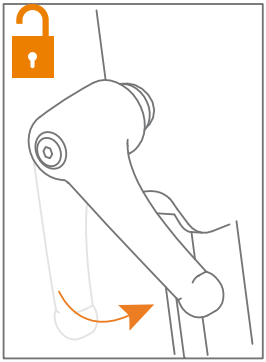
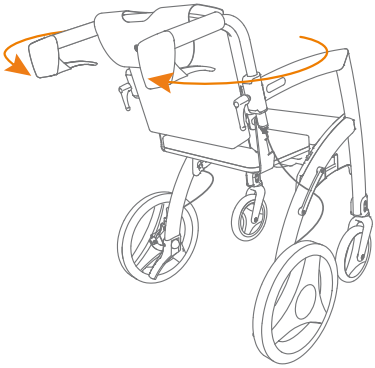
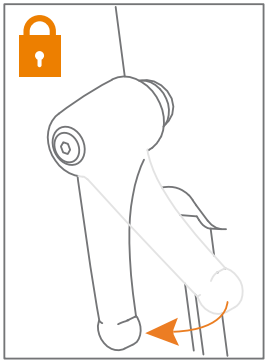

Figure 36: Loosen the adjustment handles.
Figure 37: Turn handles.
Figure 38: Tighten the adjustment handles.
d. Loosen the adjustment handles counterclockwise **(Figure 36)** and turn the handles around via the outside, until they are pointing towards the back **(Figure 37)**. Adjust the height for the person pushing the transport chair and turn the adjustment handles clockwise to tighten **(Figure 38)**. See **Adjusting the height for correct posture.**